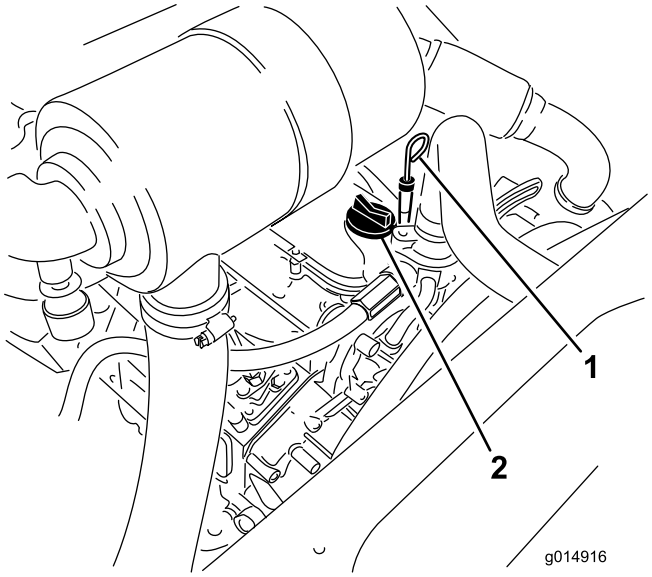

Figur 33
3. Fjern målepinden, tør den af, og sæt den tilbage igen (Figur 33).
5. Hvis olieniveauet er under Full-mærket, skal du fjerne påfyldningsdækslet (Figur 33) og fylde olie på, indtil niveauet når Full-mærket.